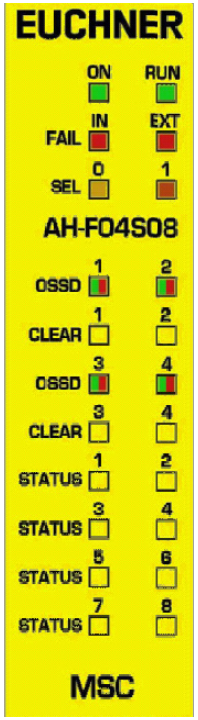

Bild 41:
8.4.14. Modul AH-FO4SO8 *(Bild 41)*